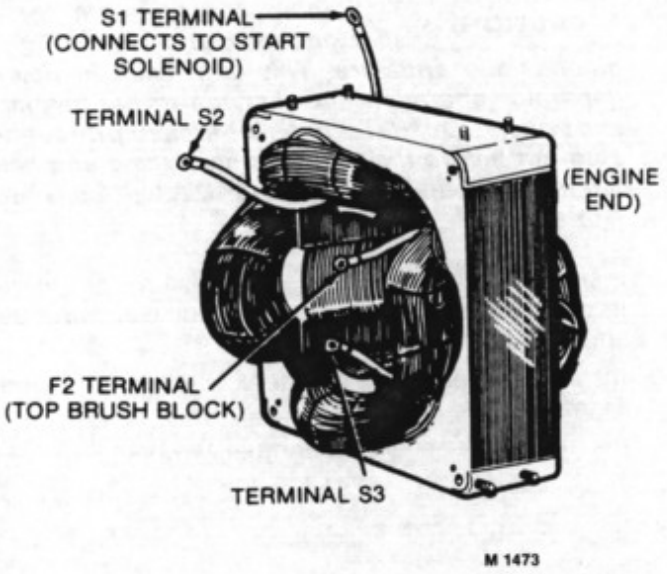

FIGURE 49. STATOR ASSEMBLY
Use a continuity tester (buzzer or light) or ohmmeter to test for grounded field windings. Place a test prod on a clean, paint-free, part of the frame. Make sure that good contact is made with the frame. Touch the other test prod to stator leads S1, S2, F1, and F2 (see Figure 49). If there is continuity between the frame and any of the stator leads, the field winding is grounded. If the problem is an external lead between coils or a coil lead, repair as required. If the problem lies within a coil, the complete stator assembly must be replaced.
5. Install the frame assembly, being careful not to drag the field windings on the armature. Make sure the stator leads are oriented as shown in Figure 49.